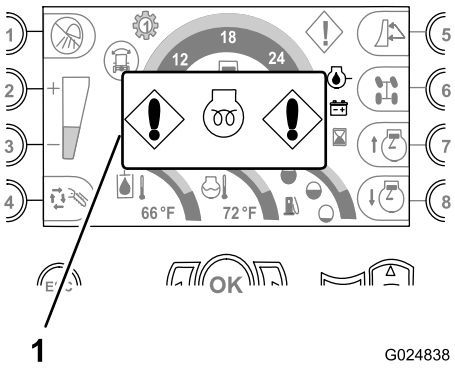

Figure 34
- **Témoin d'attente de démarrage du moteur** – Ce témoin s'affiche quand la clé de contact est en position Contact et que le réchauffeur d'air d'admission du moteur est sous tension (Figure 34).
Remarque: Attendez que le témoin ne s'affiche plus avant d'essayer de démarrer le moteur (Figure 34).